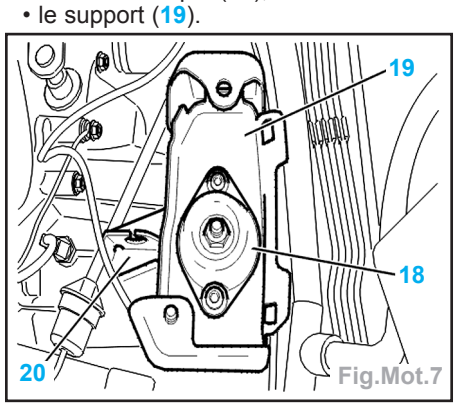

Fig.Mot.7
- Déposer (Fig.Mot.7) :
- la cale élastique (18),
- le support (19).